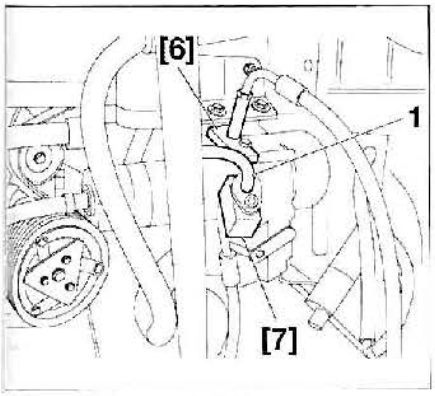

FIG. 22
•Separar el tubo de alta presión (1) **(fig. 22).**